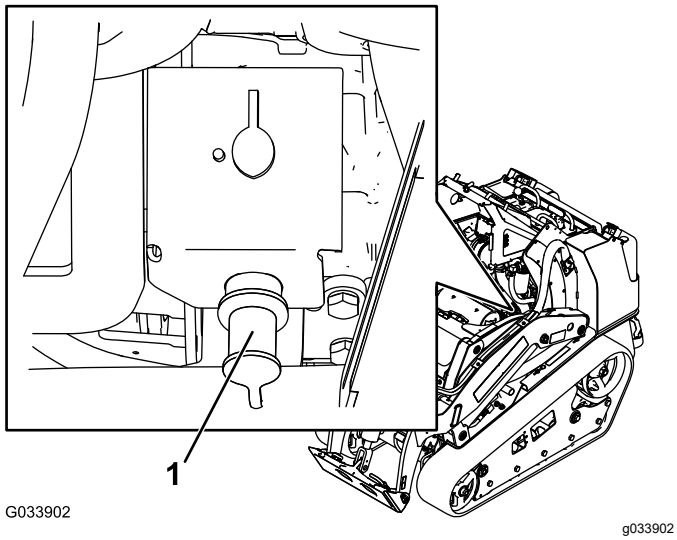

Figuur 52
2. Verwijder de kap van de pool voor de startkabel (Figuur 52).
3. Sluit één uiteinde van de plus (+) van de startkabel aan op de pool voor de startkabel (Figuur 52).